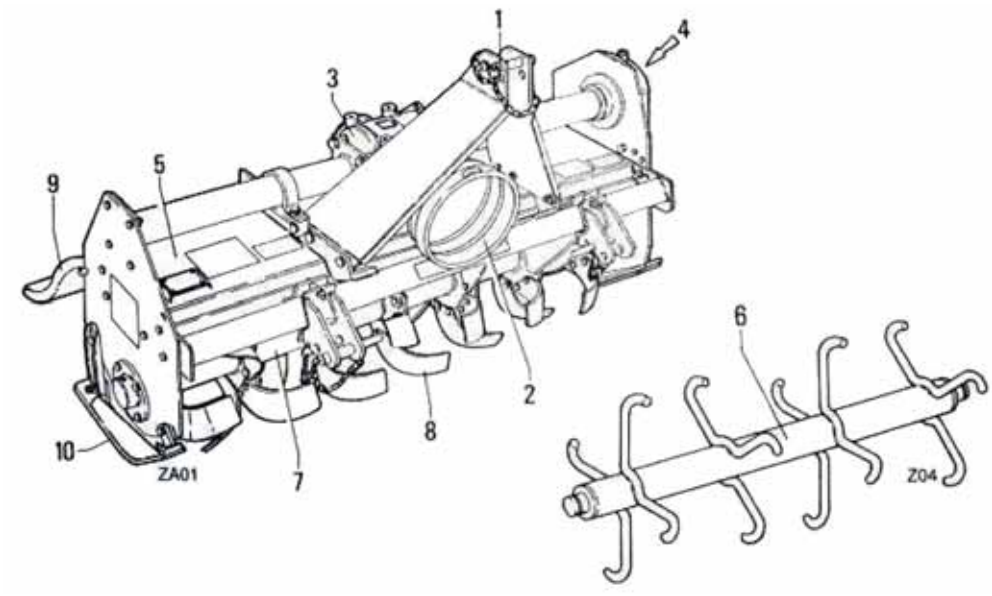

Abbildung 5
9. **Hintere Abdeckung**: Die Abdeckung kann bewegt werden (Abb. 5).
Wichtige Teile von Abbildung 5: